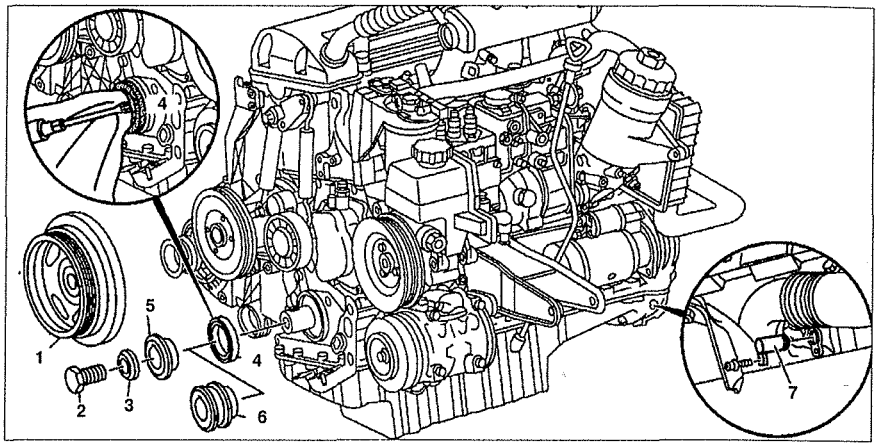

Рис. 4.28. Передний сальник коленчатого вала:
2. С помощью отвертки извлеките сальник **2** наружу (см.рис.4.28).